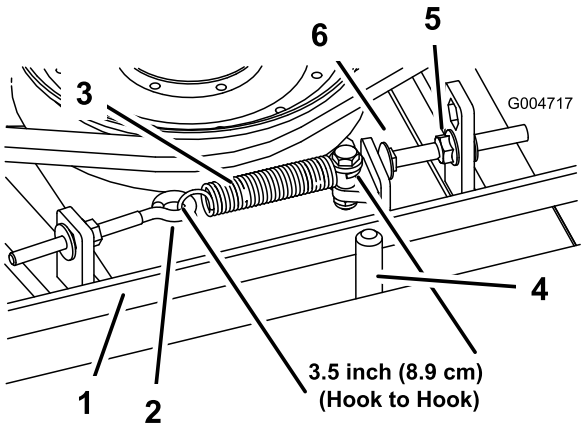

Figur 69
Vid korrekt spänning ska förlängningsfjäderns inre mått (från krok till krok) vara cirka 8,9 cm ± 0,63 cm. När fjäderspänningen är korrekt ska du justera stoppbulten (vagnsbulten) tills det finns ett spel på cirka 0,32 cm ± 0,152/0,000 cm mellan bultens huvud och mellandrevsarmen (Figur 69).
Obs: Kontrollera att remmen sitter på fjädersidan av remstyrningen (Figur 69).
2. Lossa öglebulten så att du kan ta bort förlängningsfjädern (Figur 69).
3. Lossa den flänsmutter som håller fast stoppbulten på monteringstappen. Lossa muttern tillräckligt för att mellandrevsarmen ska kunna passera stoppbulten (Figur 69). Flytta mellanremskivan bort från remmen för att minska remmens spänning.
8. Sätt fast förlängningsfjädern (Figur 69) i öglebulten igen, och spänn remmen på följande sätt: